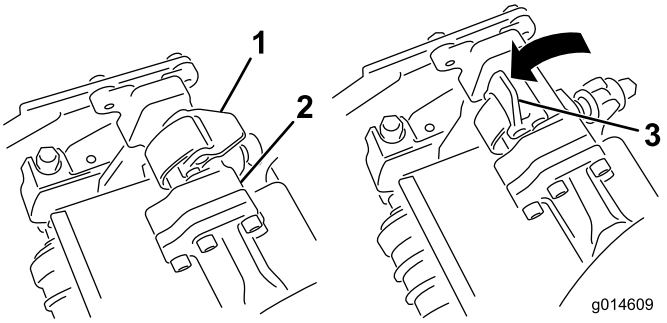
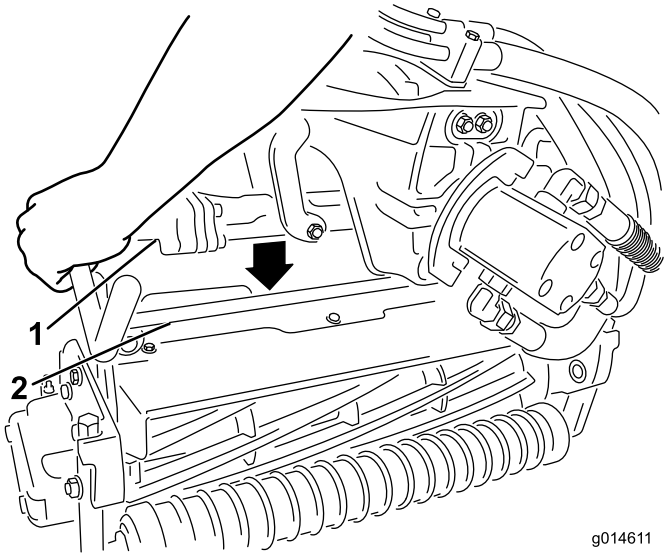

Figur 13
Figur 14
9. Mens låsehåndtagene på affjedringsarmen peger opad (dvs. er åbne) (Figur 13), skal du skubbe affjedringsarmen ned, så stangen kan sættes over tværstangen på klippeenheden øverst oppe (Figur 14).
10. Luk låsehåndtagene ned og omkring klippeenhedens stang, og lås dem på plads (Figur 13).